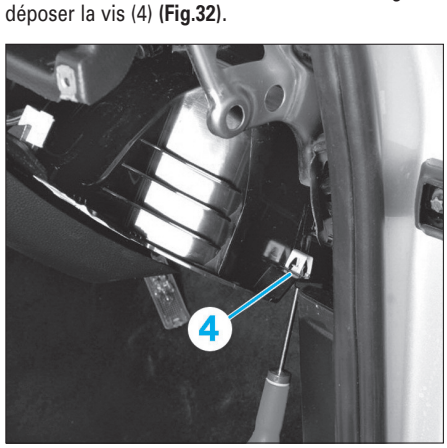

Fig. 32
• Sur le côté inférieur droit de la boîte à gants, déposer la vis (4) **(Fig.32)**.